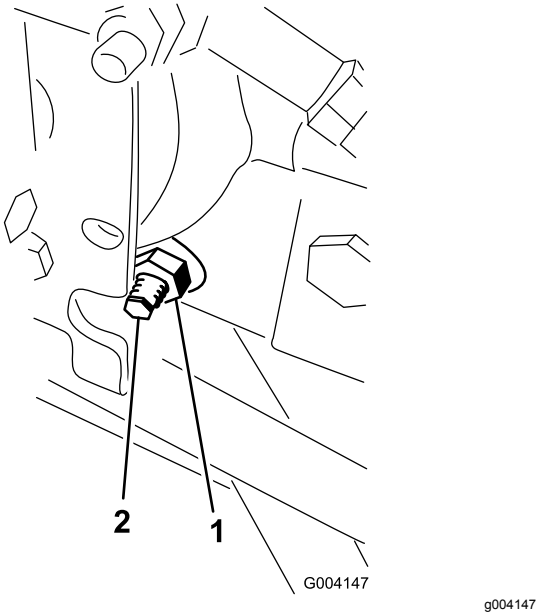

**Figur 67**
3. Lossa låsmuttern på hjuldrivningens justeringskam på höger sida av hydrostaten (Figur 67).